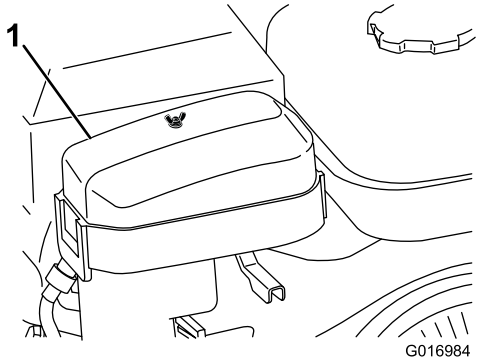

Figur 24
2. Fjern vingemutteren som fester luftrenserdekselet og fjern dekselet (Figur 24).